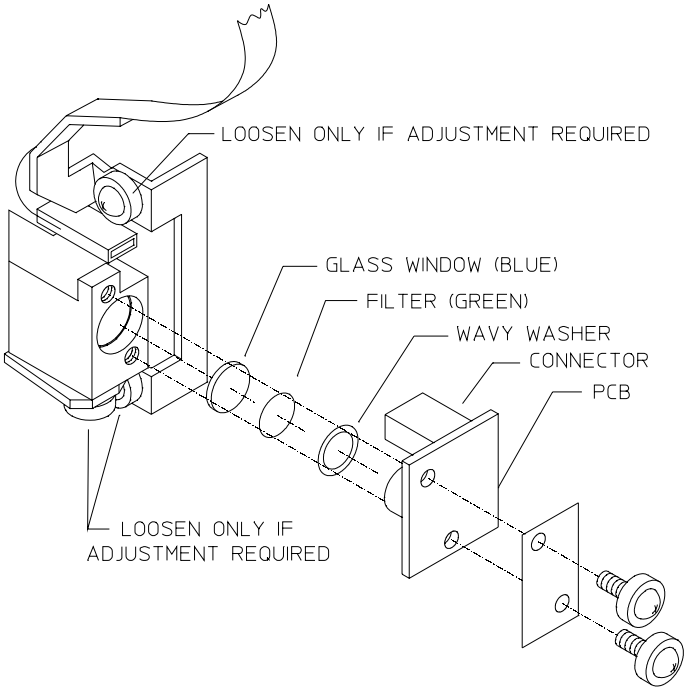

FIGURE 4-6. Brightness Detector Removal
2) While holding a clean lens tissue below the opening in the detector housing, tip the housing upward and tap it lightly so that the filter, glass window, and wavy washer drop out of the detector housing onto the tissue (Figure 4-6).